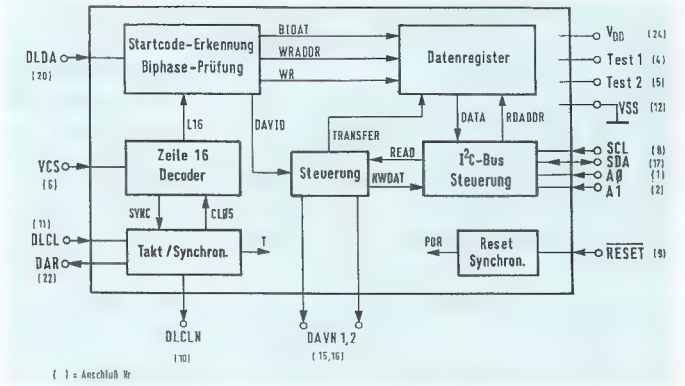

Bild 2: Blockschaltbild des VPS-Datenzeilen-Decoders
2. Der Datenzeilen-Decoder PCF 0705 P014 nach **Bild 2** decodiert die empfangenen Daten. Er stellt die Steuerdaten auf dem seriellen I²C-Bus für ein nachfolgendes Mikroprozessorsystem zur Verfügung, nachdem er alle erforderlichen Prüfungen und Auswertungen vorgenommen hat. Außerhalb des I²C-Busses wird ein Signal zur Verfügung gestellt, das eine Überprüfung der Empfangsgüte ermöglicht.